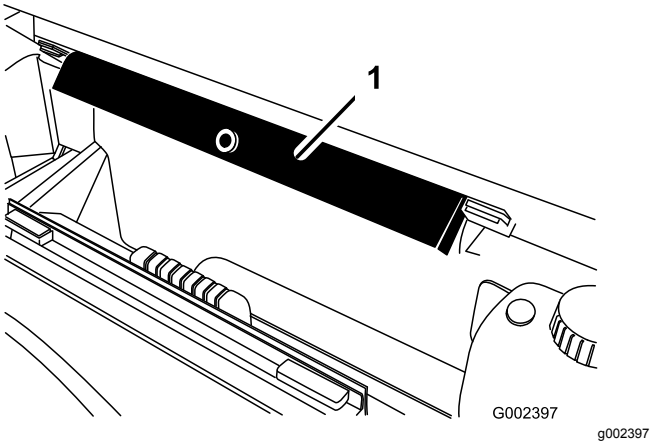

Figur 78
7. Fjern støtten til planet fra lagringsbrakettene på baksiden av veltebøylepanelet (Figur 78).